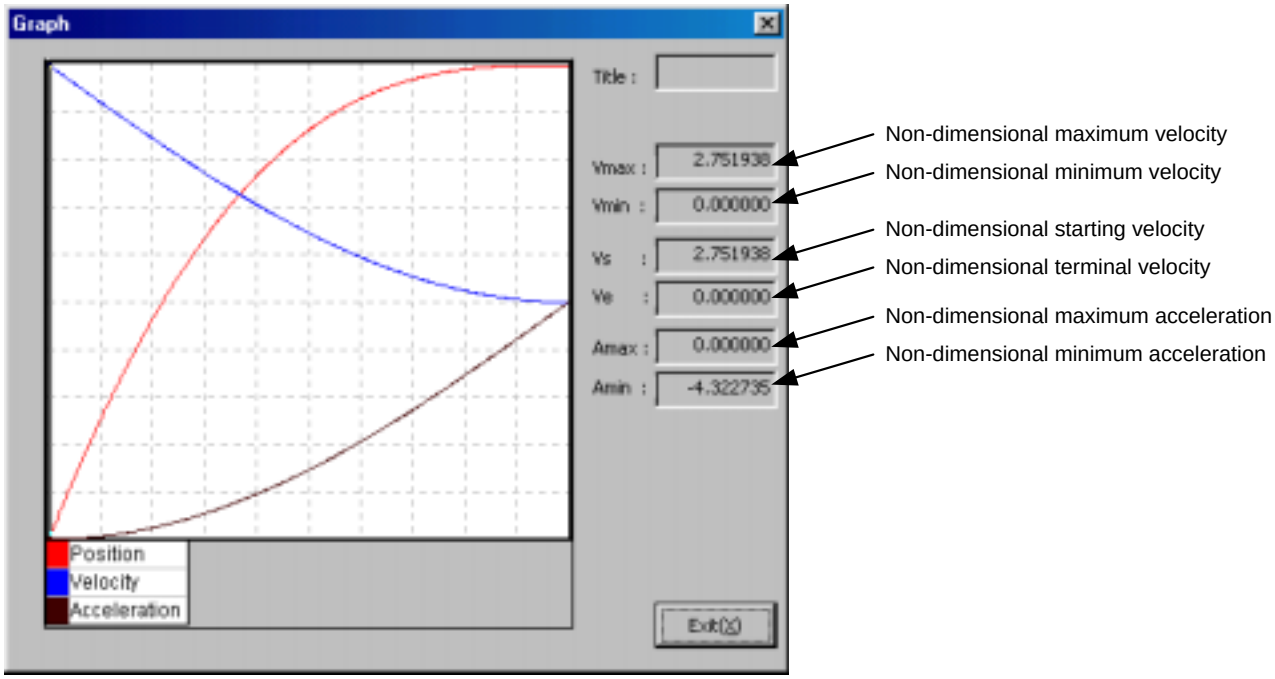

Figure 7.51 "Universal cam profile" graph
4) Click *“Graph (G)”* in the “Universal cam profile” dialog box to display the graph of a universal cam profile (see figure 7.51).